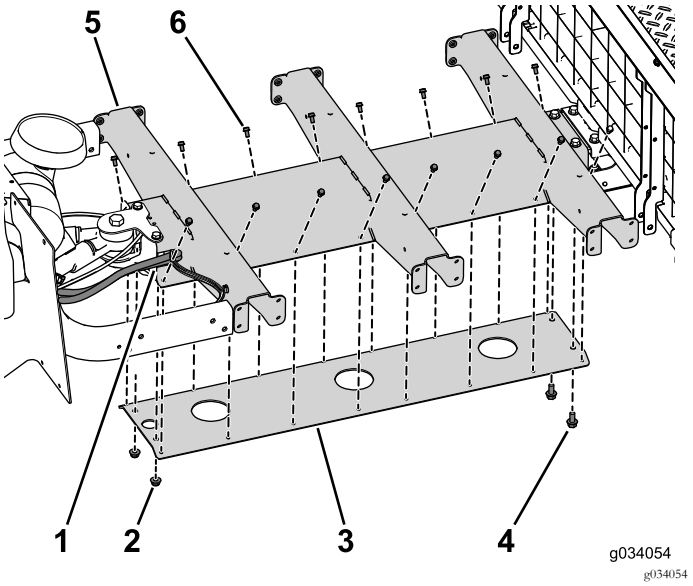

Figura 30
1. Utilize os quatro parafusos (5/16" x ¾") para instalar sem apertar o suporte da plataforma no canal central (Figura 30).